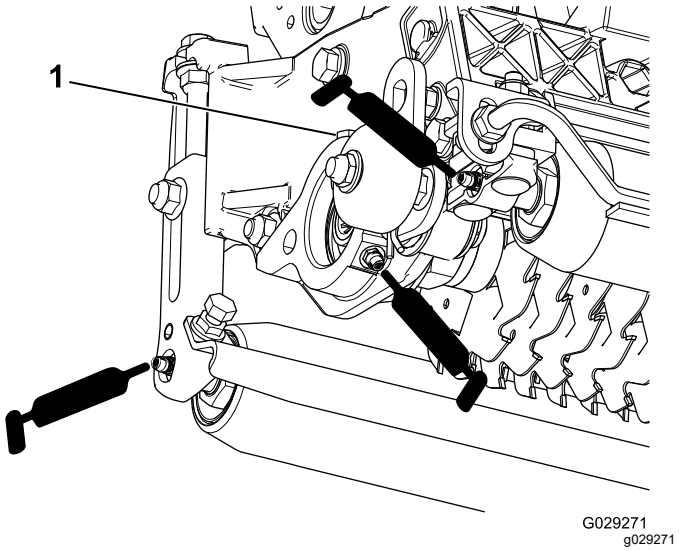

Figure 16
Chaque verticutter comporte 5 graisseurs (Figure 16) qu'il faut lubrifier chaque semaine avec de la graisse au lithium nº 2.
2. Appliquez de la graisse jusqu'à ce qu'elle ressorte propre par les joints des rouleaux et le clapet de décharge du roulement (Figure 16).